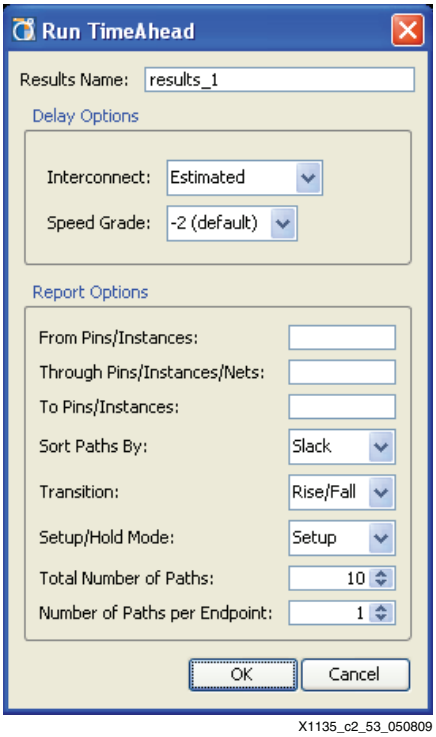

Figure 3-49: **Run TimeAhead Dialog Box**
1. Select **Tools** → **Run TimeAhead** and click **OK** (see Figure 3-49).